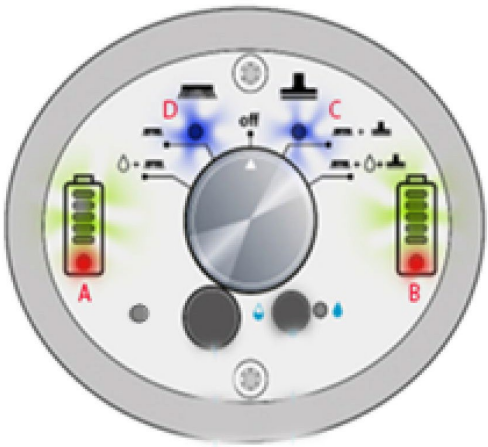

Figure 20B
3. For short term parking of the machine i-mop® has a built in timer to manage and guarantee it's durability on brushes. The operator shouldn't park the machine too long on it's brushes to avoid damage to the brushes. The display will start to light up as indicated in figure 20B. After 9.5 minutes the lights indicated on A,B,C,D start blinking.